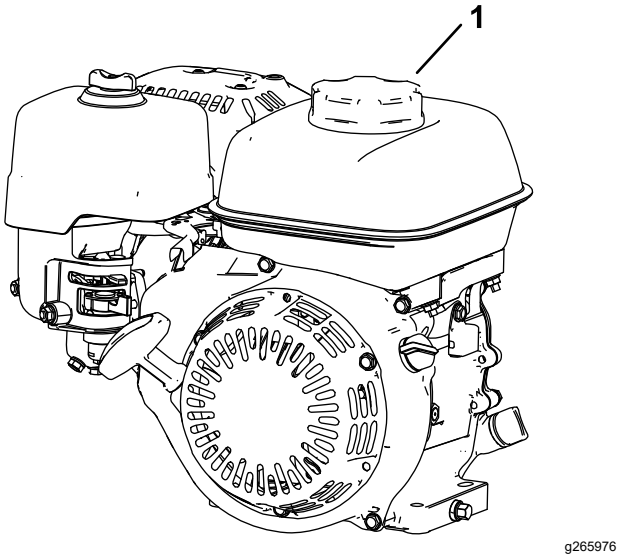

Bild 10
3. Reinigen Sie den Bereich um den Tankdeckel herum und nehmen Sie den Deckel ab (Bild 10).